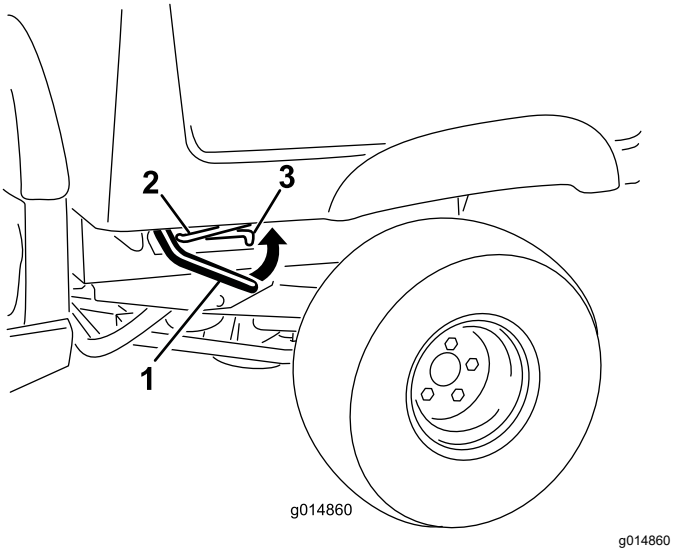

**Figur 14**
1. Hev spaken på en av sidene av lasteplanet og hev lasteplanet (Figur 14).
1. Hev lasteplanet litt ved å heve låsespaken (Figur 14).